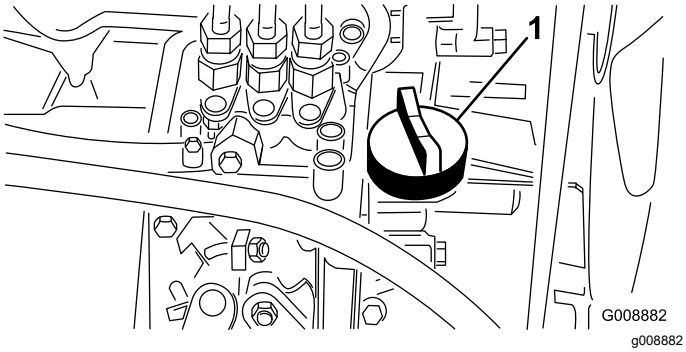

Figur 26
4. Om oljenivån är låg tar du bort oljepåfyllningslocket (Figur 26) och tillsätter gradvis små mängder olja samtidigt som du kontrollerar nivån, tills nivån når märket FULL på oljestickan.